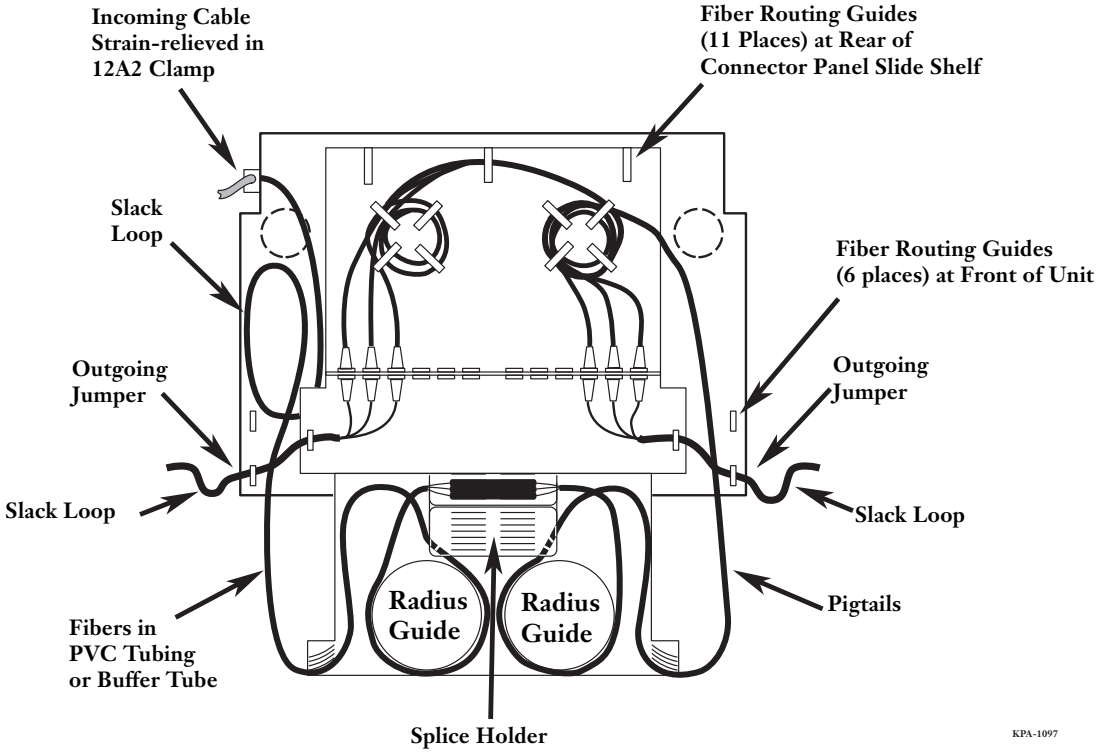

Figure 13 — Routing Configuration
Step 1: Route the fibers to be spliced to the splice tray as shown in Figure 13.
Step 6: Coil two loops of fiber around the radius guides on the splice tray. Store excess fiber slack in the bottom of the housing as shown in Figure 13.